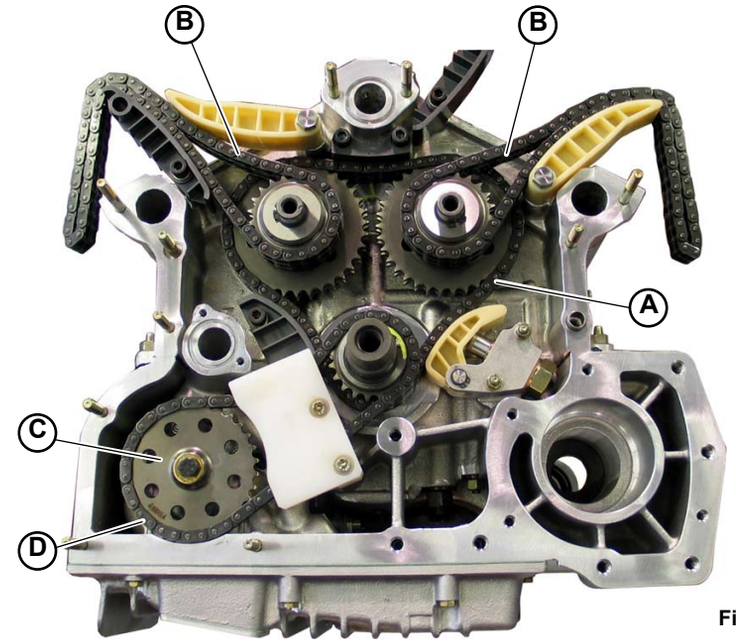

Fig.3
1. Install the chain (**A-Fig.3**) on the reel.
2. Install the chain (**B-Fig.3**) on the reel.
3. Assemble the toothed wheel (**C-Fig.3**) and the chain (**D-Fig.3**) on the oil pump.